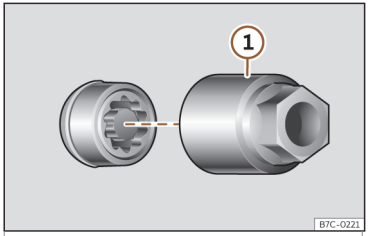

Fig. 40 Vite antifurto con cappuccio ed adattatore.
- Inserire l'adattatore speciale>>> **fig. 40** ① (attrezzo di bordo>>> **pag. 49**) nella vite antifurto della ruota fino al fermo.